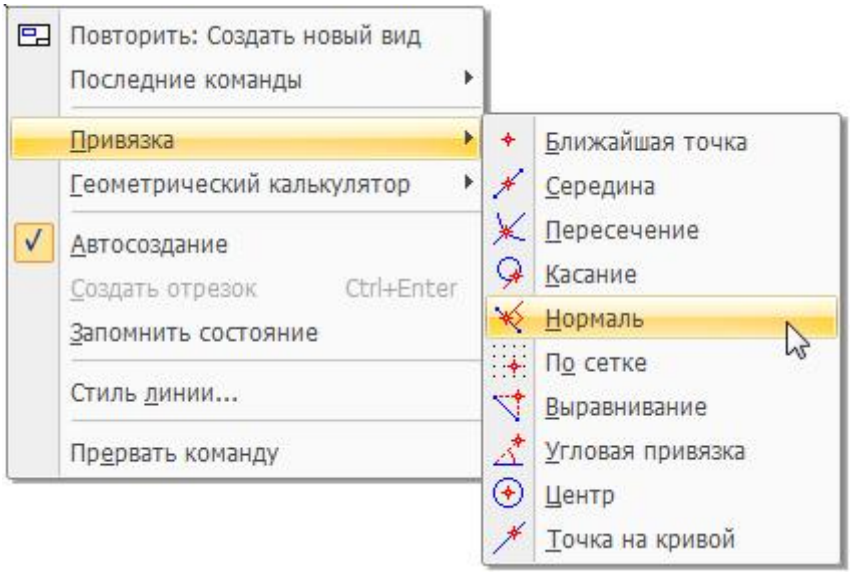
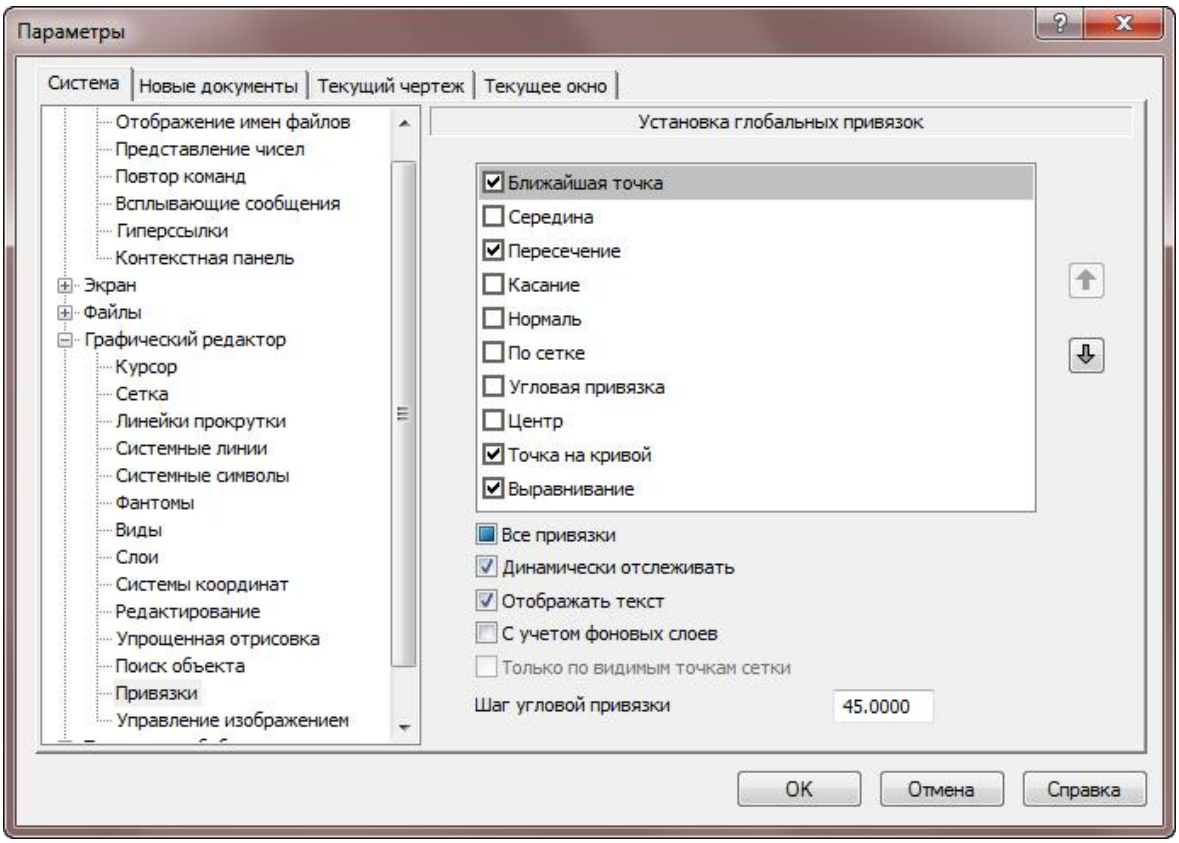

Рисунок 5.6 – Вибір локальної прив'язки при виконанні геометричних побудов.
Рисунок 5.7–Налаштування глобальних прив'язок.
2) Уважно ознайомтесь з ними і дотримуйтесь цих вказівок. Не забудьте про постійне *використання прив'язок і допоміжних побудов!* Локальну прив'язку можна викликати під час побудови геометричного об'єкту і вона буде діяти тільки для наступної команди (рис. 5.6). Для встановлення потрібного набору глобальних прив'язок та їх пріоритетності необхідно скористатись командою меню *Сервіс*⇒*Параметри…* вкладка *Система*, *Графічний редактор* ⇒ *Прив'язки*(рис. 5.7).